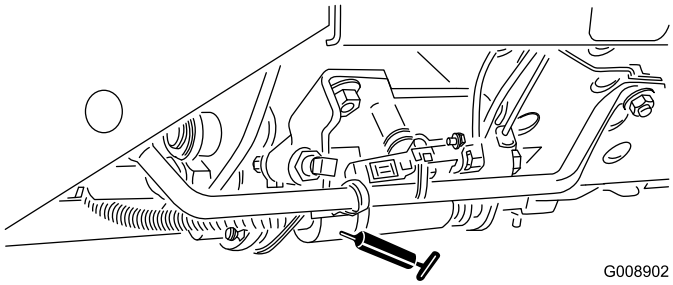

Figur 58
- Skjutreglage för klippning/transport (Figur 58)